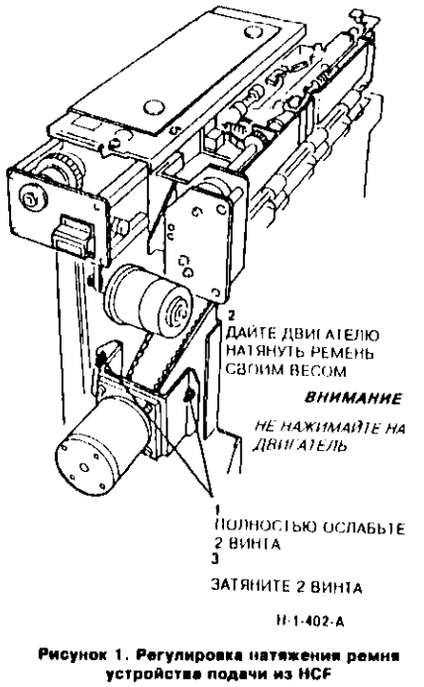

Рисунок 1. Регулировка натяжения ремня устройства подачи из HCF
1. (Рисунок 1) Отрегулируйте натяжение ремня устройства подачи.